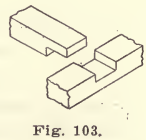

Fig. 102.
91. A Cross-lap Joint (Fig. 102) is used in almost all construction work where pieces of material running in different directions must cross. The joint is made by cutting away one-half the thickness from each piece so that both occupy the thickness of one piece.